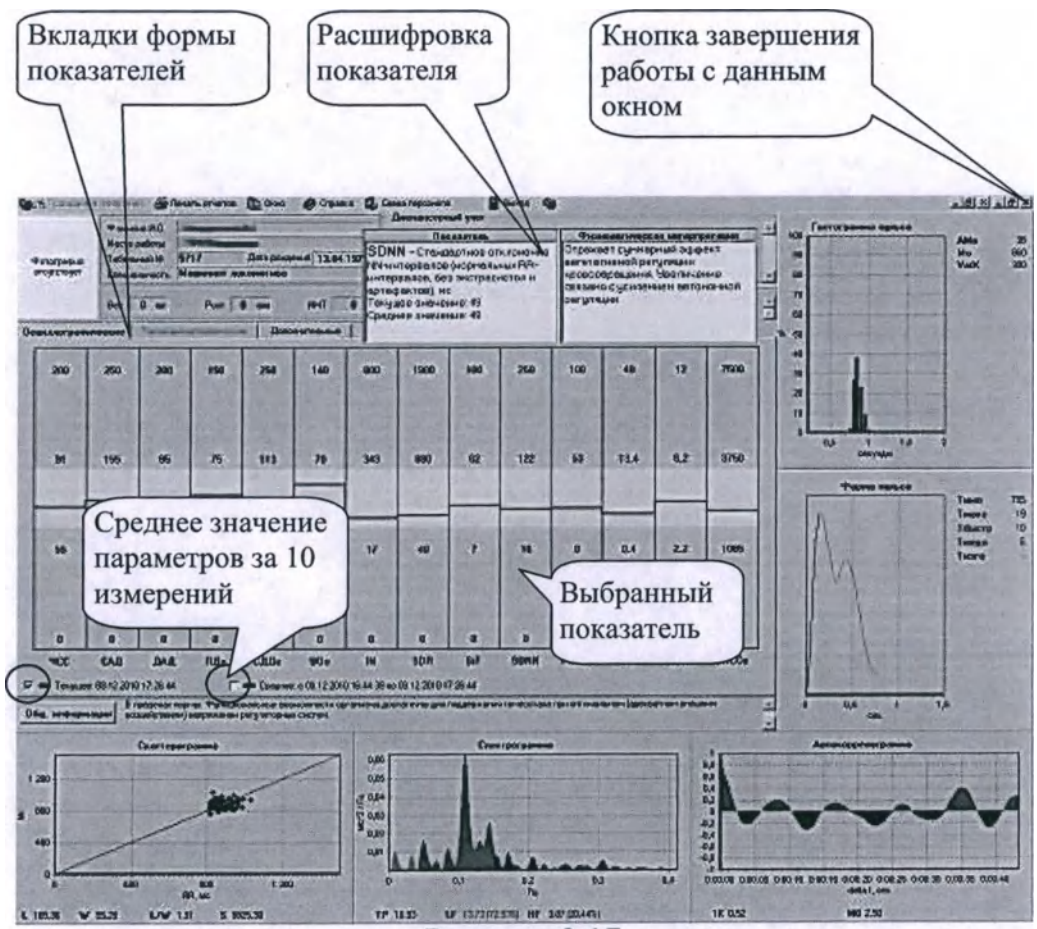

Рисунок 8.17
2.4.12.8 На экране появится окно (рисунок 8.17). В данной форме представлен ряд показателей функционального состояния обследуемого, в том числе основные параметры анализа формы пульсовой волны. Если подвести курсор мыши к интересующему параметру, появится расшифровка данного показателя, а также его физиологическая интерпретация.
2.4.12.9 В зависимости от метода измерения АД Вы можете посмотреть «Осциллометрические», «Тахоосциллографические» или «Дополнительные» параметры с помощью вкладок, расположенных в верхнем левом углу формы показателей (рисунок 8.17).
2.4.12.11 В нижней части окна «Функциональное состояние» расположены графики **«Скаттерограмма»**, **«Спектрограмма»**, **«Автокоррелограмма»**, которые характеризуют вариабельность сердечного ритма (рисунок 8.17). В правой части экрана расположена **«Гистограмма пульса»**, которая показывает процентное соотношение сердечных сокращений с разной частотой, взятых к
2.4.12.12 С помощью кнопки «Общ. Информация» (рисунок 8.17), расположенной в левой средней части экрана, Вы можете посмотреть информацию по больничным листам, карту стратификации факторов риска заболевания сердечно-сосудистой системы, медицинские назначения, а также предыдущие комментарии медицинского работника.